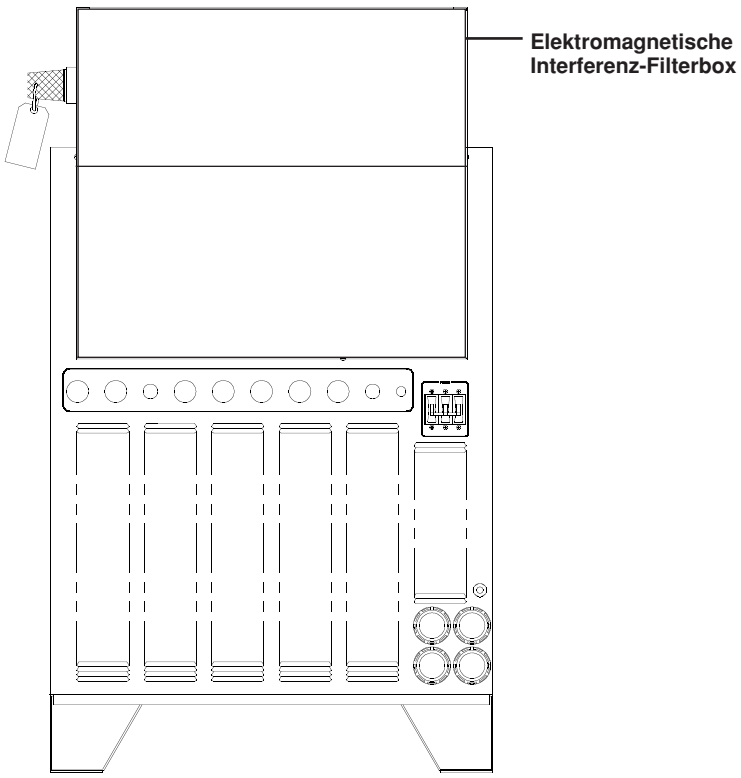

Abbildung c-1 Stromquelle HT4001 mit elektromagnetischer Interferenz-Filterbox – Rückansicht
1. Elektromagnetischen Interferenz-Filter an der oberen Rückseite der Stromquelle (Abb. c-1) auffinden.